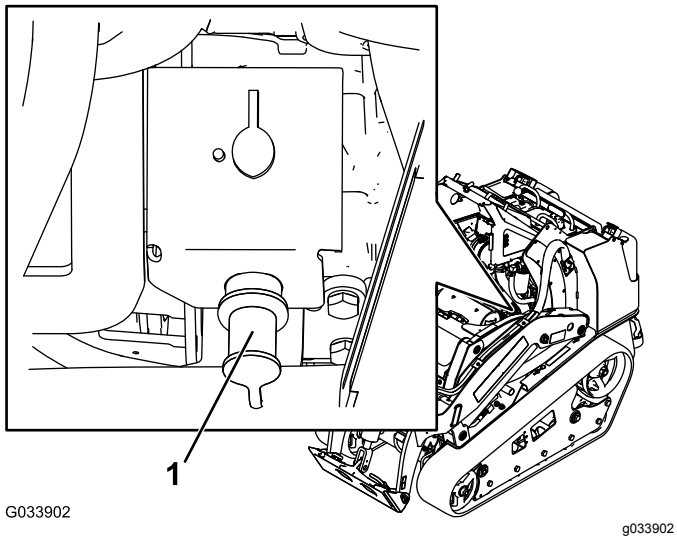

Figuur 54
2. Verwijder de kap van de pool voor de startkabel (Figuur 54).
3. Sluit één uiteinde van de plus (+) van de startkabel aan op de pool voor de startkabel (Figuur 54).